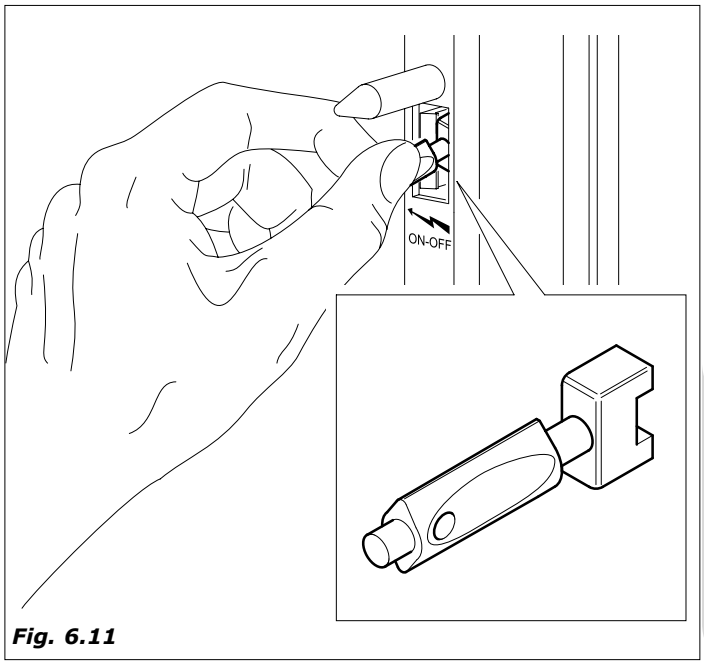

Fig. 6.11
– Para algumas operações é porem necessário operar com a porta aberta, mas distribuidor ativo. E' possível, para o pessoal tecnico instalador, operar assim, introduzindo a especial chavinha em plástica (Clixon), em dotação ao distribuidor automático, no interuptor porta, virando-a de 90° *(Fig.6.11)*.